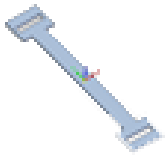

Fig. 14
*2. Fix the ceiling lights together with the appropriate fixing bracket (Figure 14), using the screws supplied.*